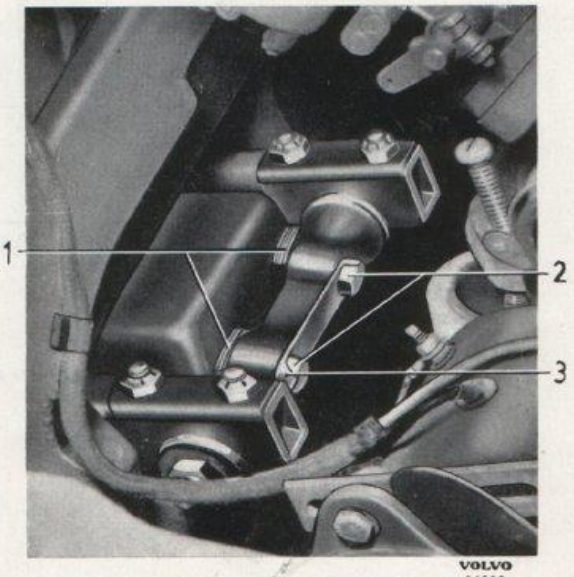
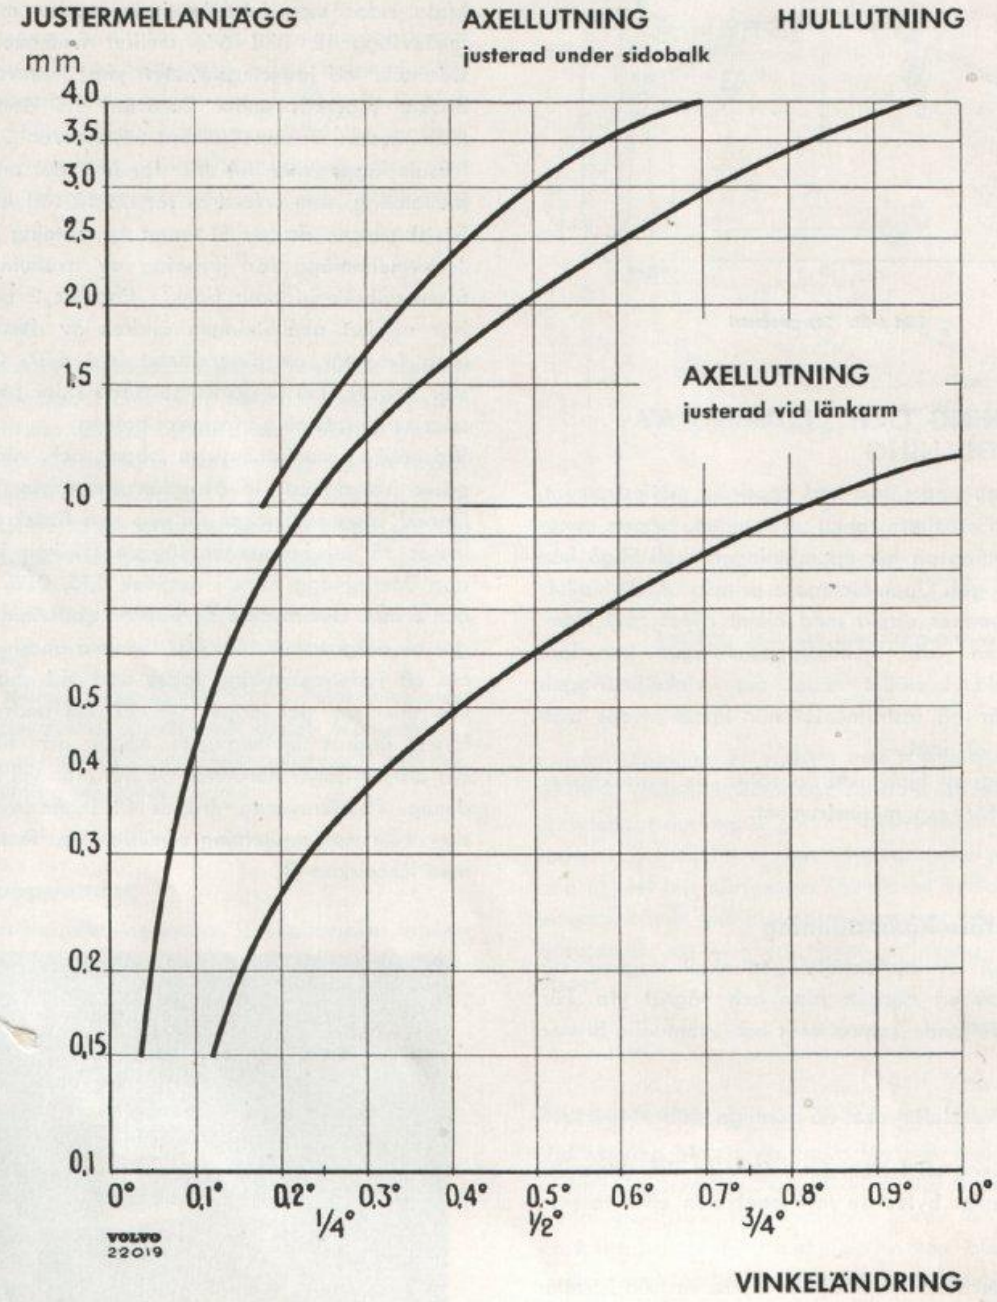

Bild 6-36. Övre länkarmsfäste
Bild 6-37. Diagram för ändring av hjul- och axellutning
Justermellanlägg för justering av axellutningen vid framaxelbalk-sidobalk finns i tjocklek 2 och 3 mm. Hur mycket axellutningen ändras av dessa mellanlägg framgår av diagrammet bild 6-37. OBS! Lika stor ändring måste göras på båda sidor för att undvika extra spänning i framaxelbalken.
Vid olika axellutning på höger och vänster sida göres justeringen vid övre länkarmsaxeln (bild 6-36). Därvid vikes låsbrickan (3) upp och fästskruvarna (2) lossas så att justermellanläggen (1) kan kan lyftas upp. Mellanlägg finns i tjocklek 0,15, 0,05, 1 samt 3 och 6 mm. Hur mycket de ändrar axellutningen framgår av diagrammet bild 6-37. Samma ändring erhålles om ett justermellanlägg tages bort vid ena fästskruven eller om det lägges till vid den andra. I båda fallen ändras hjullutningen något och förfarandet blir därför delvis beroende på hur man vill ha ändrat denna. Fästskruvarna dragas åt innan ny mätning sker. När rätt axellutning erhållits låses fästskruvarna med låsbrickan (3).
Hjullutningen skall vara 0 till + 1/2° och justering sker vid övre länkarmsaxeln (bild 6-36). Därvid vikes låsbrickan (3) upp och fästskruvarna (2) lossas så att justermellanläggen (1) kan lyftas upp. Genom att öka mellanläggen erhålles en mera negativ hjullutning och genom att minska mellanläggen erhålles mera positiv hjullutning. Mellanlägg finns i tjocklek 0,15, 0,5, 1 samt 3 och 6 mm. Hur mycket de ändrar hjullutningen framgår av diagrammet bild 6-37.